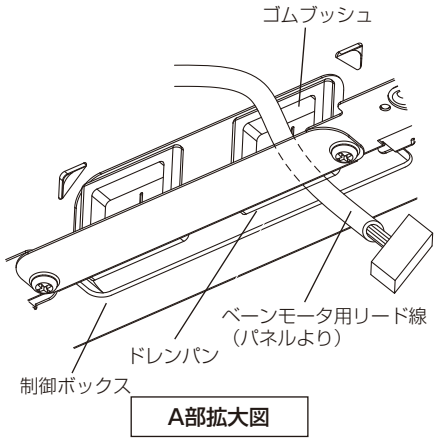

図9
2. パネルのベーンモータ用リード線をサイドフレームのゴムブッシュに通してください。（図9）